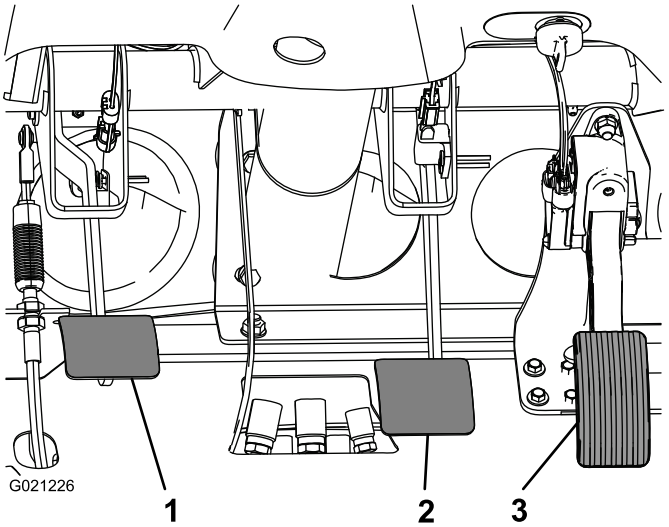

Figura 65
2. Sollevate il pedale del freno (Figura 65) fino a quando non viene a contatto con il telaio.
3. Allentate i controdadi che fissano la forcella all'albero del cilindro principale (Figura 65).